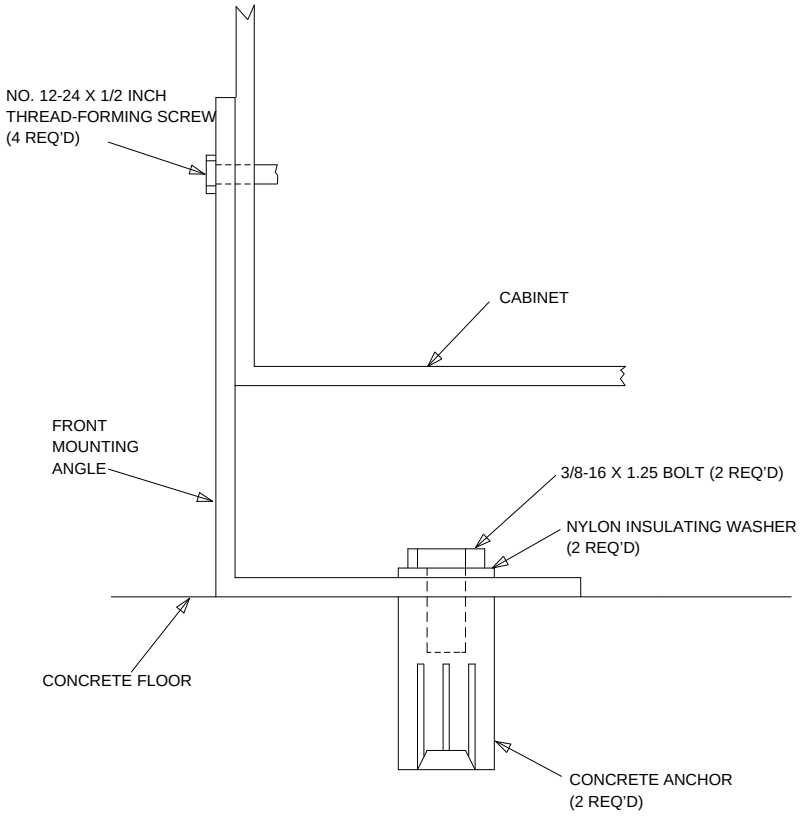

Figure 5-4. Cabinet Earthquake Mounting — Concrete Floor
12. Fasten the cabinet to the floor (Figure 5-4).